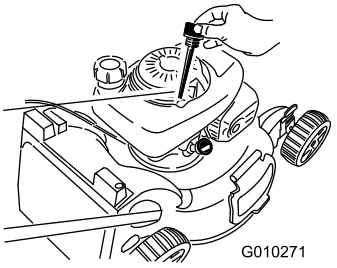

Figur 38
6. Tag målepinden ud af oliepåfyldningsrøret (Figur 38).